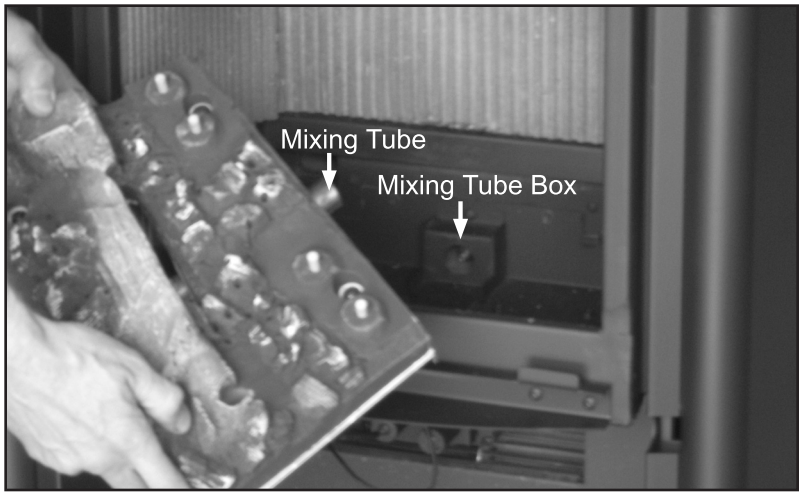

Figure 8: Install the Burner to the Firebox.
1. Insert the mixing tube into the mixing tube box (refer to Figure 8).